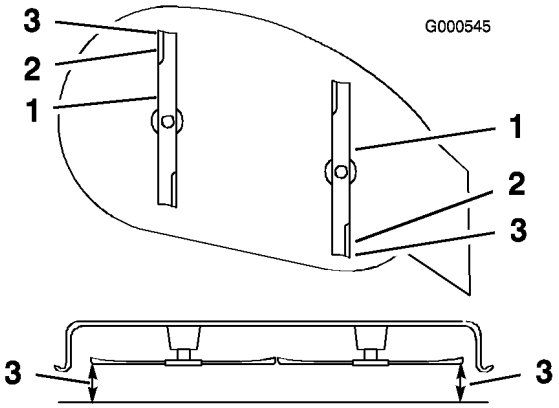

Figure 44
9. Réglez la hauteur de coupe à la position **D** (76 mm) et tournez les lames avec précaution dans le sens longitudinal (Figure 44).
10. Mesurez la distance entre la pointe de la lame avant et la pointe de la lame arrière par rapport à la surface plane (Figure 44). Si la pointe avant de la lame n'est pas de 1,6 à 7,9 mm plus basse que la pointe arrière, réglez les contre-écrous avant.